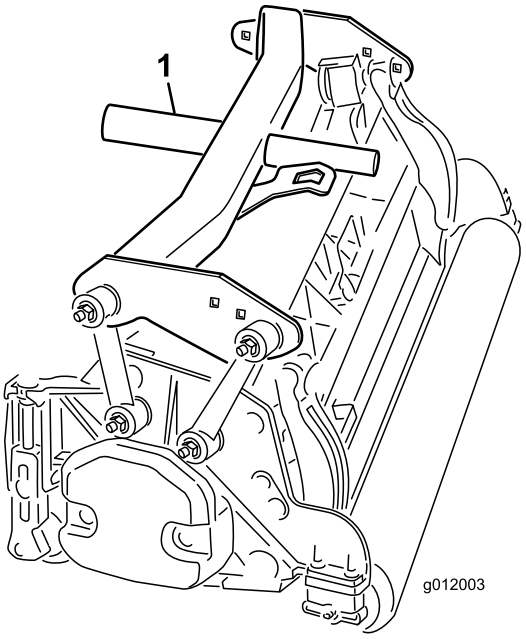

Rysunek 18
4. Na tylny zespół tnący zakładamy tylną ramę nośną (Rysunek 18).